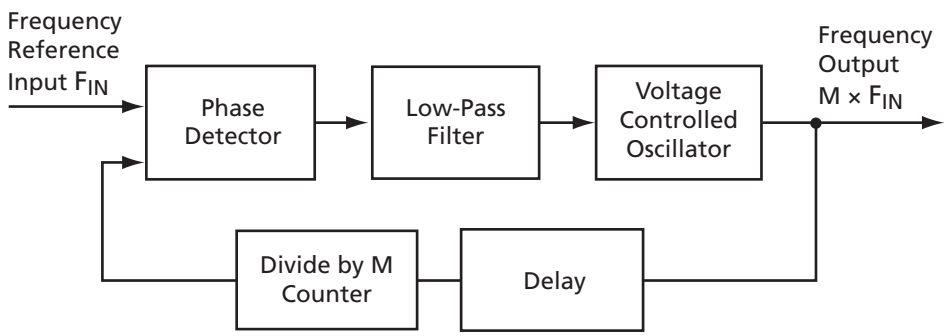

Figure 4-15 • **Simplified PLL Core with Feedback Divider and Delay**
This section briefly describes the basic principles of PLL operation. The PLL core is composed of a phase detector (PD), a low-pass filter (LPF), and a four-phase voltage-controlled oscillator (VCO). Figure 4-15 illustrates a basic single-phase PLL core with a divider and delay in the feedback path.
Consider Figure 4-15 with the feedback path bypassing the divider and delay elements. If the LPF steadily applies a voltage to the VCO such that the output frequency is identical to the input frequency, this steady-state condition is known as lock. Note that the input and output phases are also identical. The PLL core sets a LOCK output signal HIGH to indicate this condition.